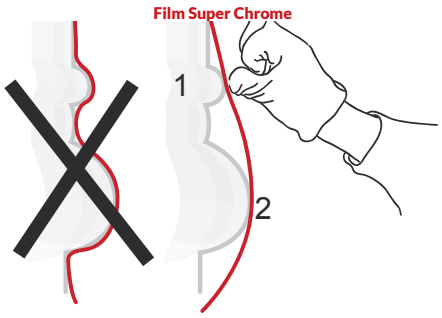

Figure 06
› Stretch the vinyl onto the substrate so that it touches the raised surface. ((FIG. 06) ① and ②)